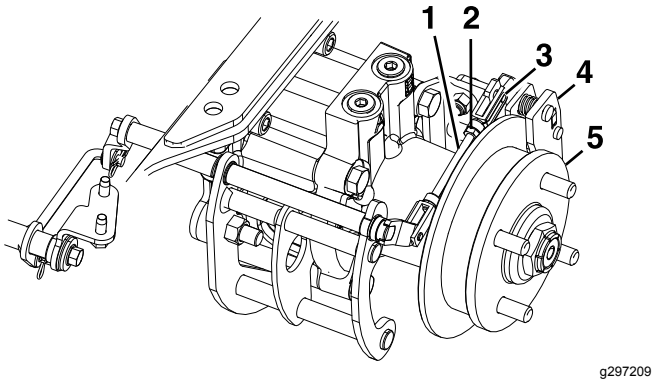

Figuur 85
8. Verwijder de veergaffelpen van de achterste koppeling en de remklauw (Figuur 85).
12. Draai de contramoer op de achterste koppeling vast (Figuur 85).